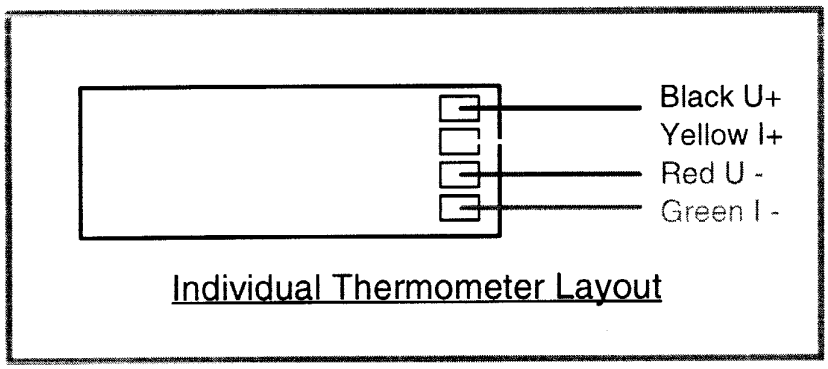

Figure 9.5.2-A
9.5.2 Solder wires (MA-369836) to RTD's as per Q3 Module Assembly (ME-369900). Individual RTD wiring is shown in Figure 9.5.2-A below.